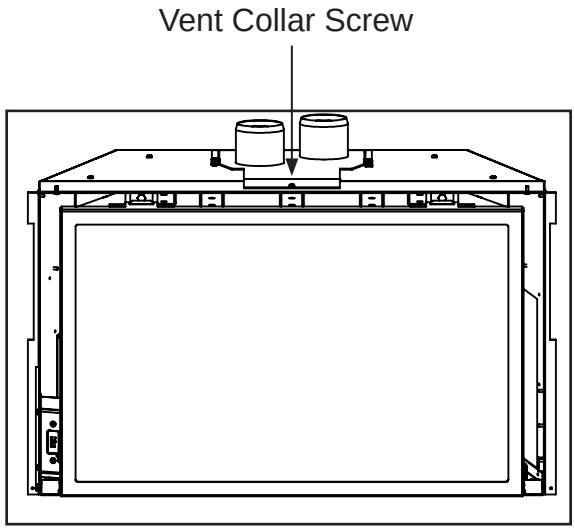

Figure 29: Vent Collar Plate Screw Location.
5. If the fireplace opening is lower than 24" (610 mm), remove the vent collar plate from the top of the insert by unscrewing the single T-20 Torx screw located on the center top of the stove above the door opening (see Figure 29). Slide the collar plate backwards. Properly secure the vent collar plate to the flexible vent pipe liner(s) previously installed in the chimney. Be careful not to over-stretch the liner(s).